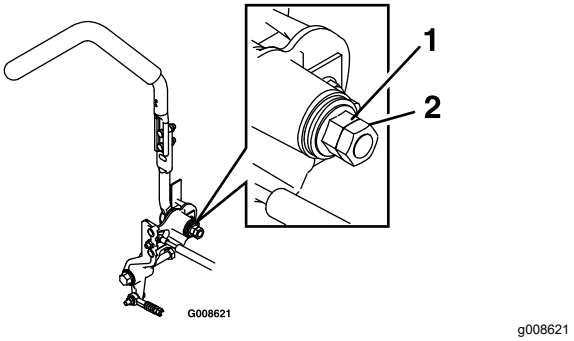

Rysunek 64
2. Poluzuj przeciwnakrętkę (Rysunek 64).